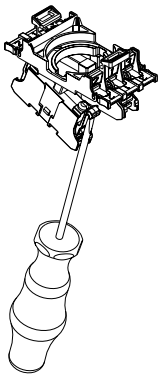

Fig. 13
3. Desmontaje de los elementos de contacto del portacontactos (véase fig. 13): Colocar el destonrillador en el saliente de encaje del elementos de contacto. Mediante un ligero movimiento del destornillador en dirección del elemento del contacto, apretar el saliente hacia afuera. El elemento de contacto se separa del portacontactos.